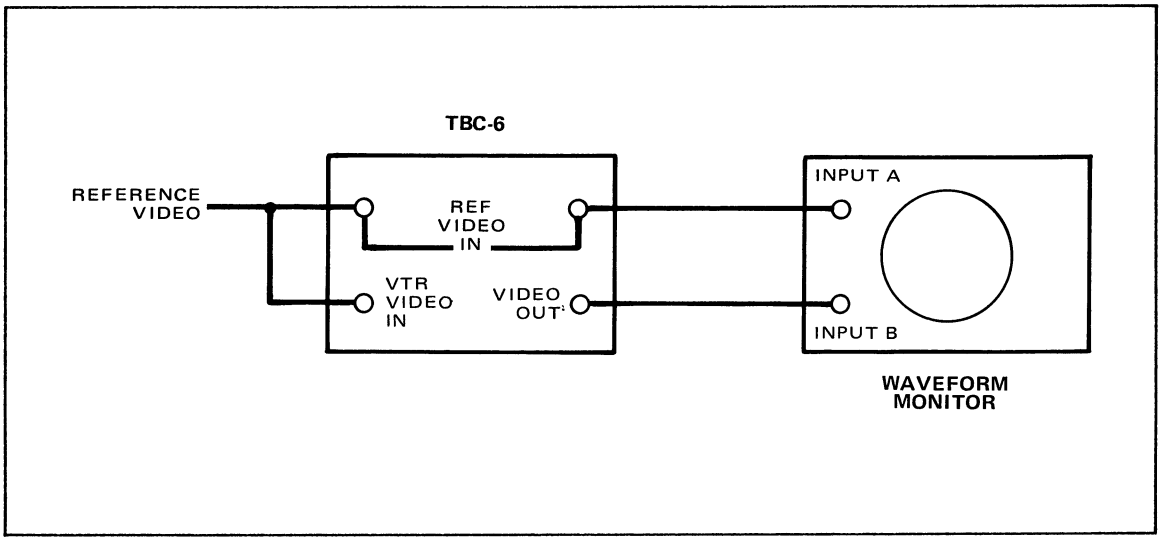

Figure 2-9. Phase Adjustment Setup
STEP 1 Connect NTSC house reference to waveform monitor A input, looping through TBC-6 REF VIDEO IN connector. See Figure 2-9.
STEP 1 Connect PAL house reference to waveform monitor A input, looping through TBC-6 REF VIDEO IN connector. See Figure 2-9.